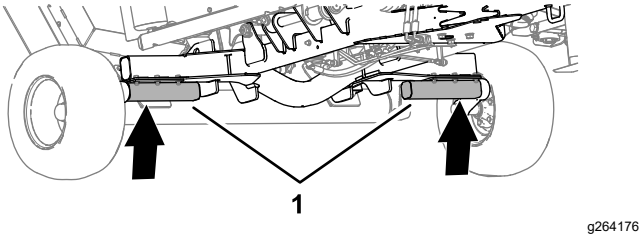

Figur 45
1. Lyft gräsklipparen vid axelhalvorna enligt Figur 45.